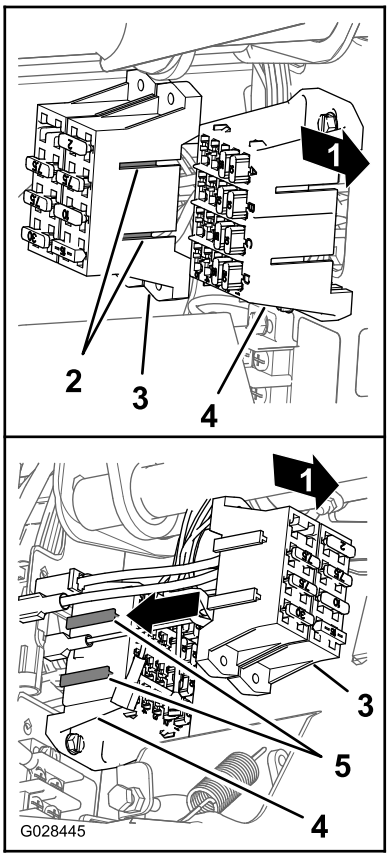

Figur 26
4. Rett inn T-anordningene på sprederens sikringsblokk med T-sporene på maskinens sikringsblokk, og skyv sprederens sikringsblokk inn i sporene til sikringsblokken sitter ordentlig (Figur 26).